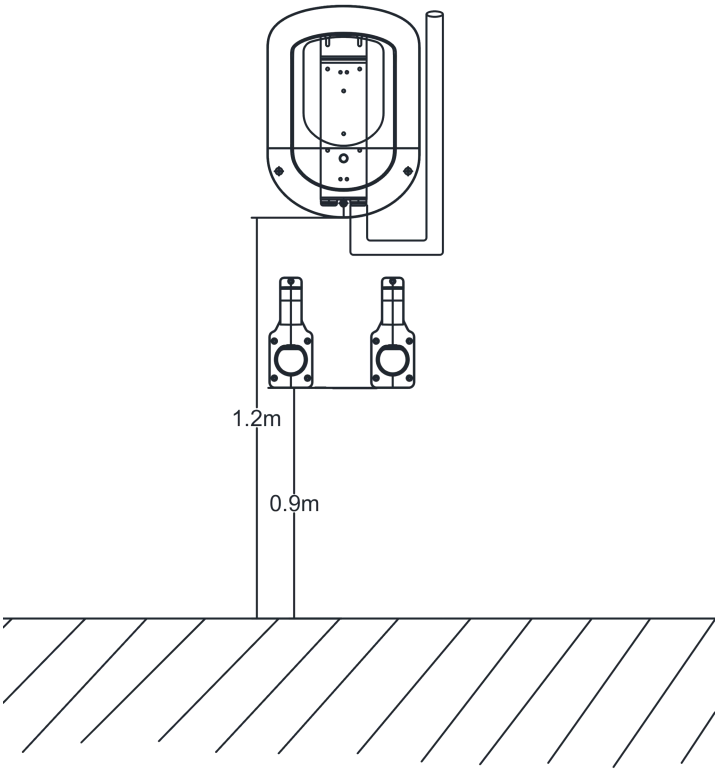

图 16
3、最后用一组 6mm²的电线套上 PVC 管从配电箱接入充电桩机箱内，并连接设备对应的接线端子，如图 16。